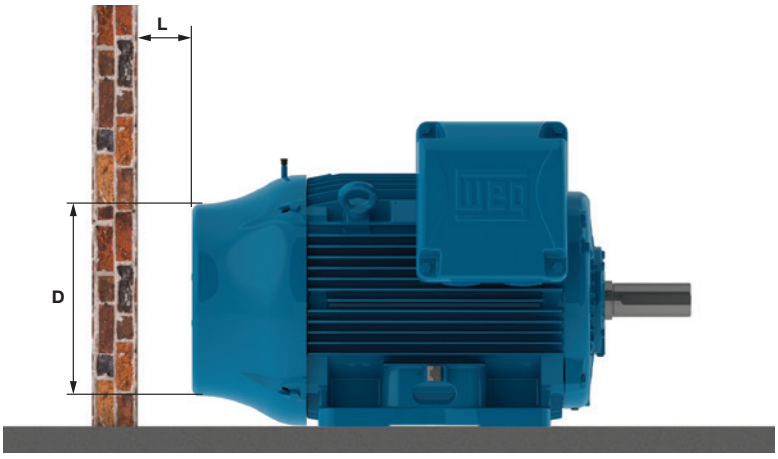

Bild 7.1 *- Mindestabstand zwischen dem Motor und der Wand*
- Die Luftein- und Luftauslässe dürfen nicht abgedeckt oder verstopft sein. Der empfohlene Einbauabstand zwischen der Lufteintrittsöffnung des Motors und einer Wand (L) muss wenigstens ¼ des Durchmessers der Lufteintrittsöffnung betragen, siehe Bild 7.1. Die Temperatur der angesaugten Kühlluft muss gleich der Umgebungstemperatur sein und darf niemals die auf dem Leistungsschild angegebene Grenztemperatur überschreiten.